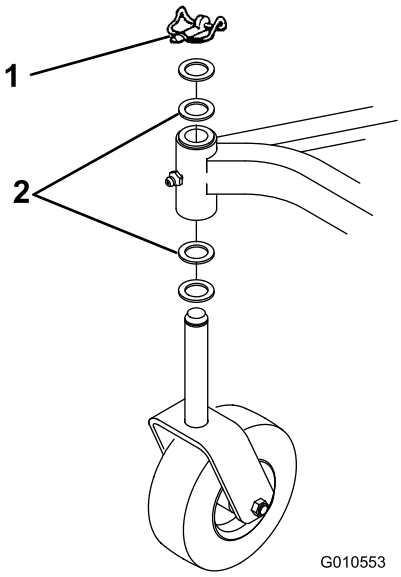

Figur 26
A. På klippenheter som oftast används med en klipphöjd på 25 till 51 mm höjer du klippenhetens låga sida. Ta bort hjulsprinten som fäster svänghjulet på den låga sidan (Figur 26) och ta bort svänghjulsenheten.
C. Om klippenheten används med en klipphöjd på 51 mm till 102 mm sänker du klippenhetens höga sida. Ta bort hjulsprinten på svänghjulet på klippenhetens höga sida och ta bort svänghjulsenheten (Figur 26).